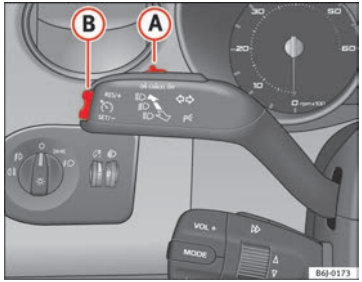

Fig. 119 Turn signal and main beam headlight lever: switch and rocker switch for the cruise control
– Move the control ⇒ fig. 119 (A) to the left to **ON**.